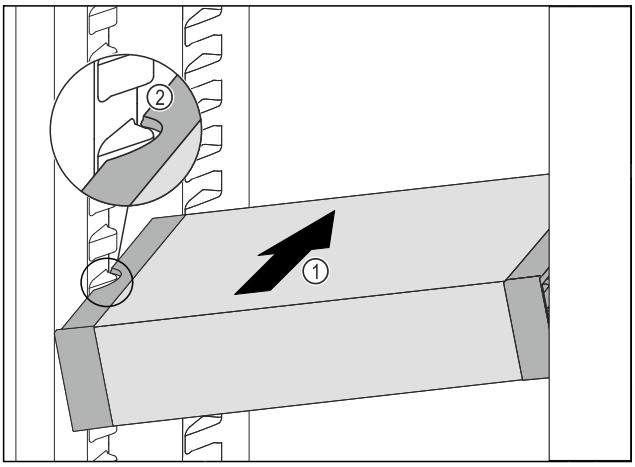

Fig. 150
▶ Iebīdiet VarioSafe slīpi ledusskapja nodalījumā *Fig. 150 (1)*, līdz VarioSafe sānu padziļinājumi *Fig. 150 (2)* atrodas tvertnes ribas augstumā ledusskapja nodalījumā.